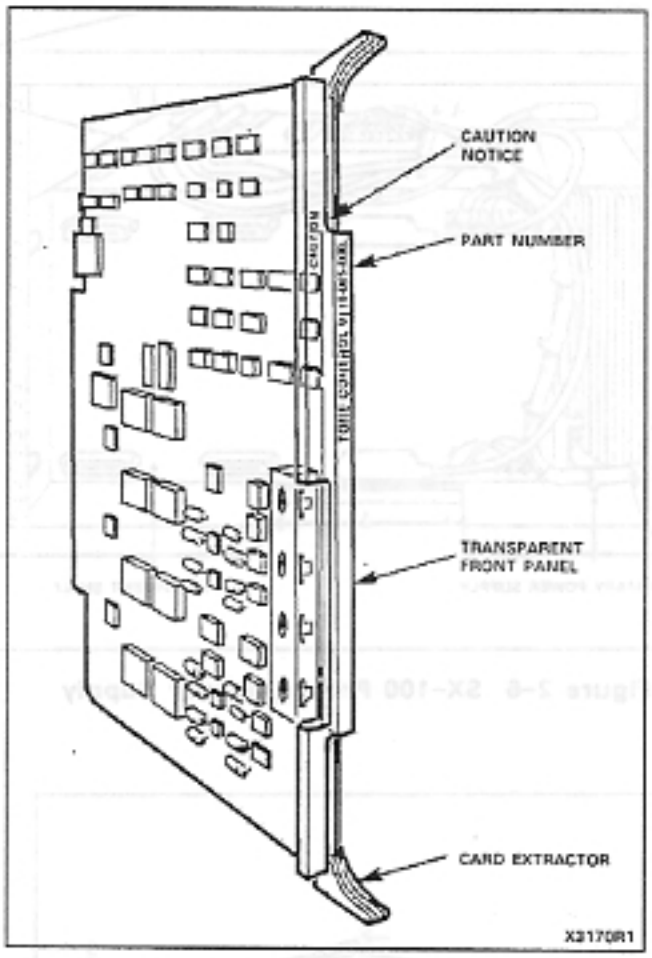

Figure 2-5 Printed Circuit Card
2.14 All circuit cards (Figure 2-5) used in the System's are identical in construction and consist of a fiberglass board with printed wiring patterns on both of its faces. Riveted to the front of each board is a transparent faceplate which allows the LED's mounted on the front of the boards to be easily seen. The two color-coded card extractors, located at the top and bottom of the faceplate, identify the card position within a shelf and ensure that the card is seated correctly in the backplane connector.